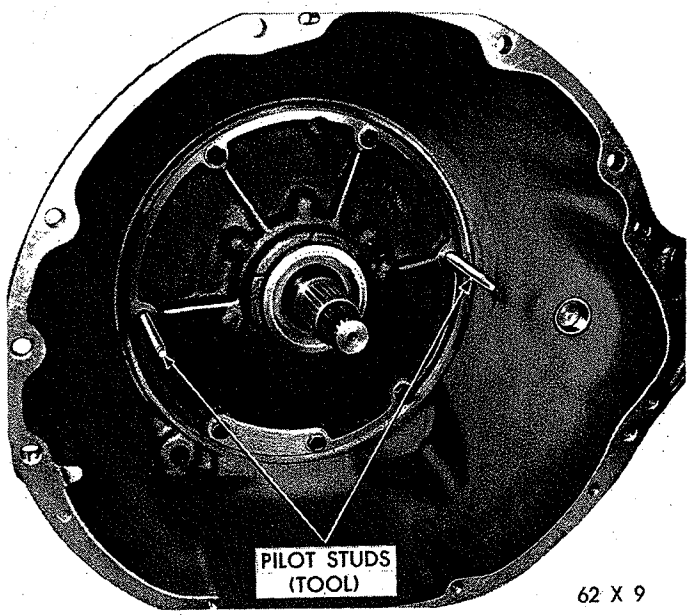

*Fig. 108—Installing Pump and Reaction Shaft Support Assembly*
(1) Screw to pilot studs, Tool C-3288 in pump opening in the case (Fig. 108). Install a new gasket over the pilot studs.
(2) Place a new rubber seal ring in the groove on outer flange of pump housing. Make sure seal ring is not twisted. Coat seal ring with grease for easy installation.
(3) Install pump assembly in the case; tap it lightly with a soft mallet, if necessary. Place deflector over